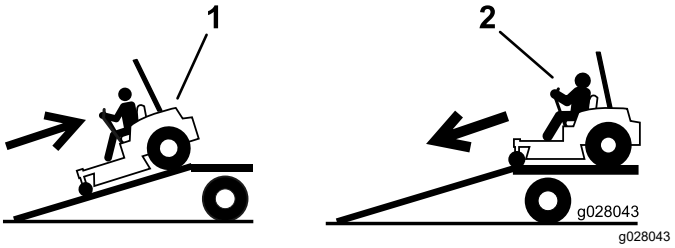

Figur 42
4. Bak maskinen op ad rampen (Figur 42).
2. Kør maskinen fremad ned ad rampen (Figur 42).